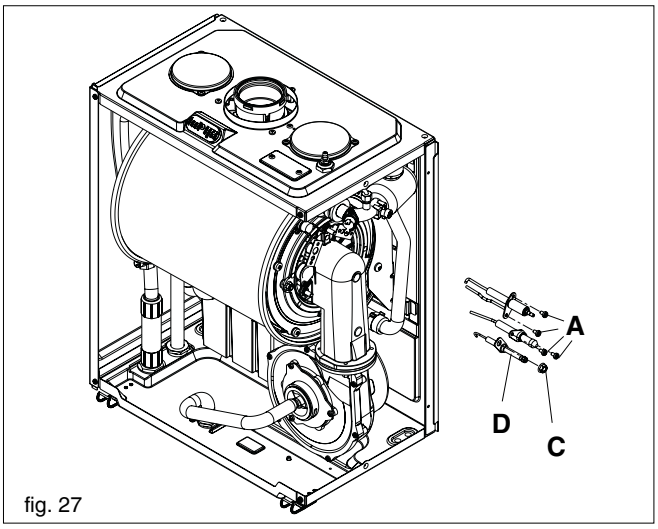

fig. 27
6.13 ELECTRODES & CONDENSE SENSOR (fig. 27)